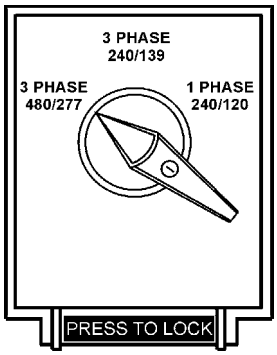

Figure 24. Voltage Selector Switch 3Ø-480/277V Position
1. Place the voltage selector switch in the 3Ø 480/277 position as shown in Figure 24.